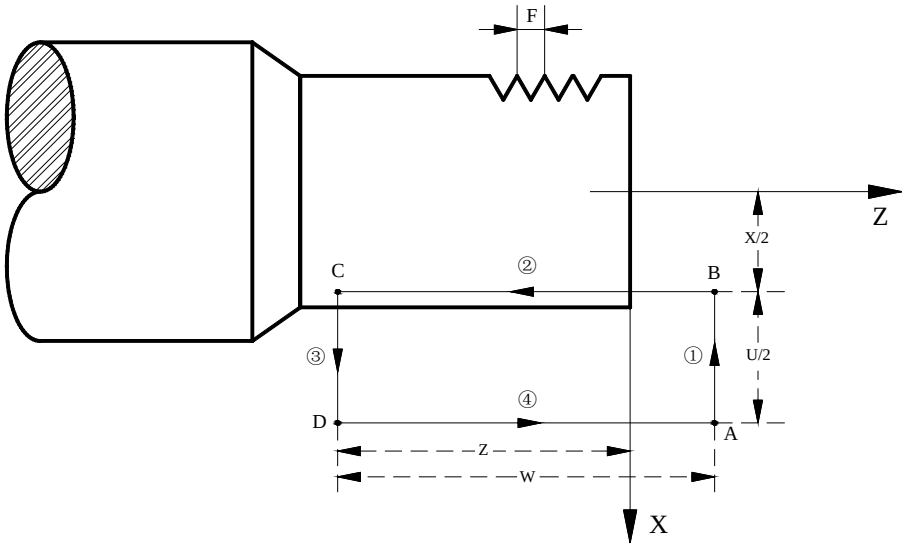
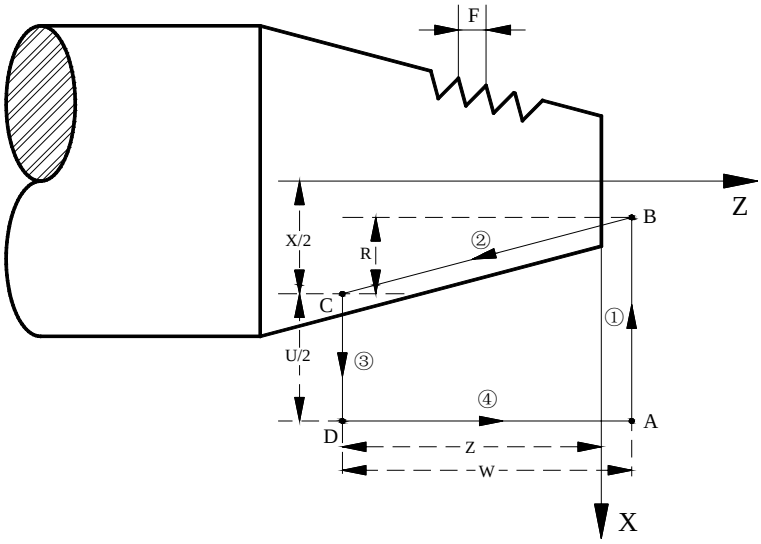

Fig. 3-92
Fig. 3-93
Cycle process: straight thread as Fig.3-92 and taper thread as Fig.3-93.
① X axis rapidly moves to the cutting start B from the cycle start A. Spindle positions to the start angle if it is the multi-head thread. Refer to the motion ① in the Fig. 3-92 or 3-93;
② The feed axis is interpolated to end C with the spindle thread from the cutting start B,
the feed axis and spindle are entirely stopped at the end C.Refer to the motion ② in the Fig. 3-92 or 3-93;
④ Z axis retreats to A from point D at the rapid traverse rate, simultaneously, the spindle positions to the initial angle of the cycle machining, and then the cycle is ended, refer to the motion ④ in the Fig. 3-92 or 3-93.